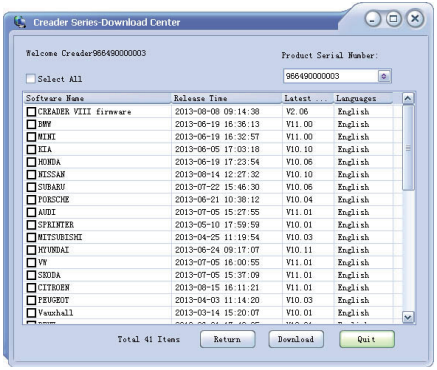
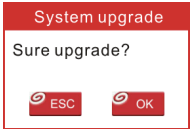

Figura 6
Figura 7
9. Ri-aprire lo strumento di aggiornamento, selezionare gli aggiornamenti Vuoi esibirti o premi 'Selezione Tutti', e poi premi Download per avviare lo scaricamento. Vedi Figura 6.
10. Una volta tutti gli step vengono completati, ri-inserire la scheda memoria nello strumento e alimentare lo strumento tramite cavo USB o tramite cavo diagnostico (Un'estremità al connettore DB-15 dello strumento e l'altra estremità sul DLC(Connettore Link Dati) del veicolo) Una scatola dialogo (Nota: Se solo software diagnostico viene aggiornato e nessun pacchetti firmware vengono scaricati in Figura 6, questa scatola non verrà visualizzata) ti verrà richiesto di eseguire l'aggiornamento sullo strumento (Vedi Figura 7), Selezionare OK per procedere.